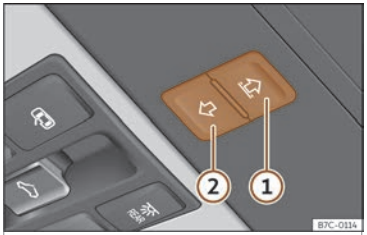

Fig. 85 No revestimento interior do teito:teclas da cortina parasol.
As teclas››› **fig. 85** ① e ② teñen dous niveis. No primeiro nivel pódese abrir ou pechar total ou parcialmente a cortina parasol.
- *Cortina parasol:* antes de que transcorran aprox. 5 segundos dende a activación da función antiaprisionamento, prema a tecla›››fig. 85 ② ata que a cortina se peche completamente.